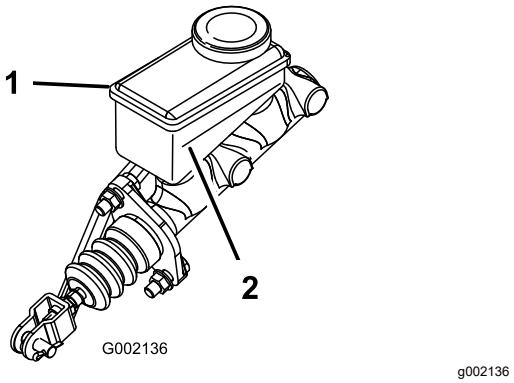

Figuur 69
5. Kijk naar de omtreklijn van het vloeistofpeil aan de zijkant van het reservoir (Figuur 69).
B. Giet DOT 3 remvloeistof in het reservoir tot het vloeistofpeil boven de Minimum-lijn staat (Figuur 69).